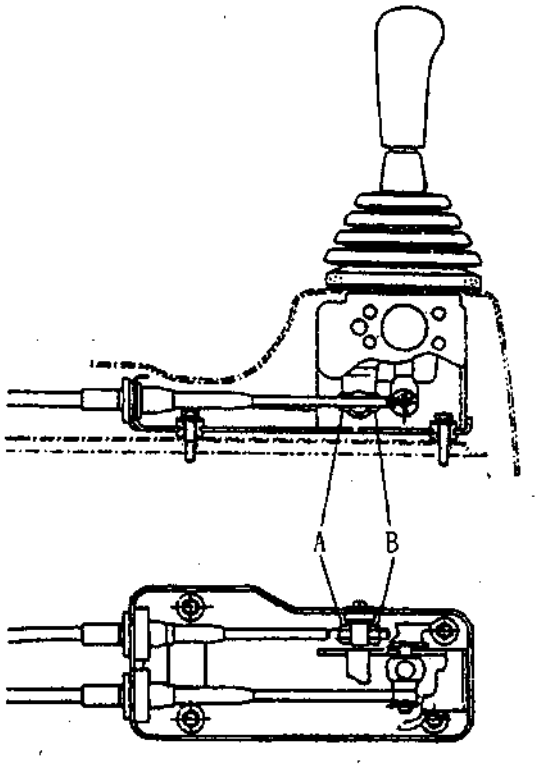

Fig.3.2-6
1) Slightly operate gearlever toward left, making the speed selecting shaft incline from the current neutral position to the second gear side (gear selecting position). If gearlever can be easily and effectively put in the third gear and fourth gear from this point, release speed selecting flexible shaft adjusting bolt “A” indicated in Fig.3.2-6 and tighten bolt “B” until gearlever can be easily and effectively put in the third gear and fourth gear.
2) Slightly operate gearlever toward right, making the speed selecting shaft incline from the current neutral position to the reverse gear side (gear selecting position). If gearlever can be easily and effectively put in the third gear and fourth gear from this point, release speed selecting flexible shaft adjusting bolt “B” indicated in Fig.3.2-6 and tighten bolt “A” until gearlever can be easily and effectively put in the third gear and fourth gear.